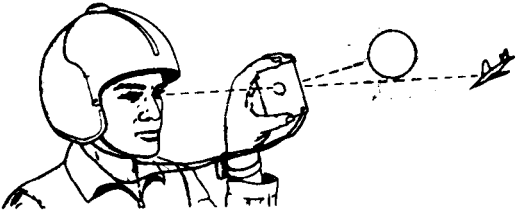

Figure 2-6. Using the signaling mirror.
c. Hold the mirror close to the eye and slowly turn it until the bright spot is on the target (fig. 2-6).